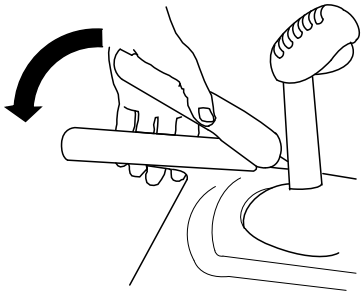

Figure 4
3. Serrez le levier gauche (déplacement) contre la poignée (Figure 4).
6. Serrez le levier gauche (déplacement) contre la poignée (Figure 4).